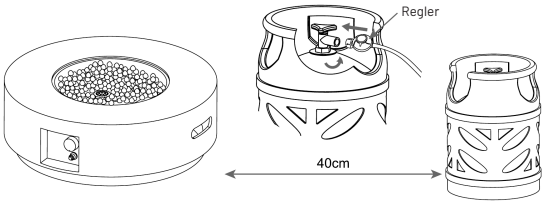

Abbildung 4
7. Schließen Sie den Regler an die Gasflasche an, schrauben Sie ihn gegen den Uhrzeigersinn fest (siehe Abbildung 4).